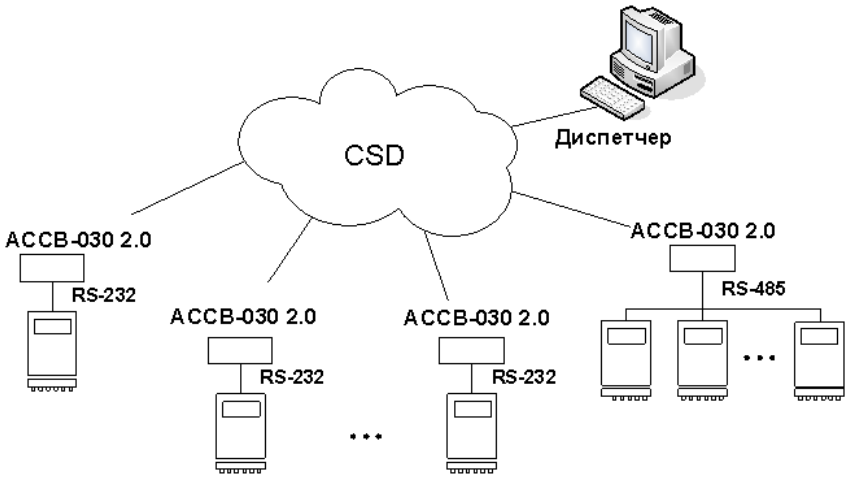

Рис.2. Схема организации обмена на основе CSD.
1.4.2.2. Услуга CSD (*Circuit Switched Data*) использует ресурсы сети аналогично тому, как это происходит при голосовом обмене (рис.2).